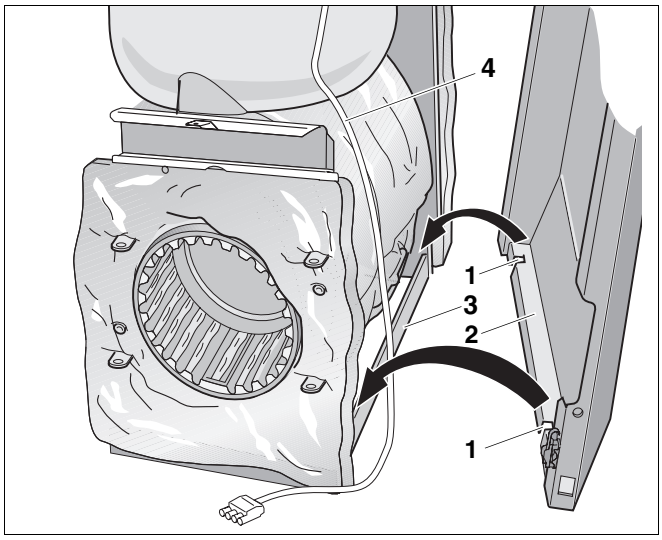

Abb. 12 Seitenwand montieren (hier: rechte Seitenwand)
- Brennerkabel verlegen (➔ Abb. 12).